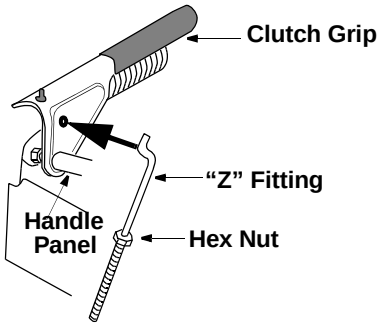

Figure 4
10. Take a “Z” fitting from the hardware pack and insert the Z end into the hole on the left clutch grip on the handle panel. See Figure 4. Thread a hex nut from hardware pack on to the Z fitting.
2. If necessary, loosen the hex lock nut and thread the cable in (for less slack) or out (for more slack) as necessary. Refer to Figure 4.